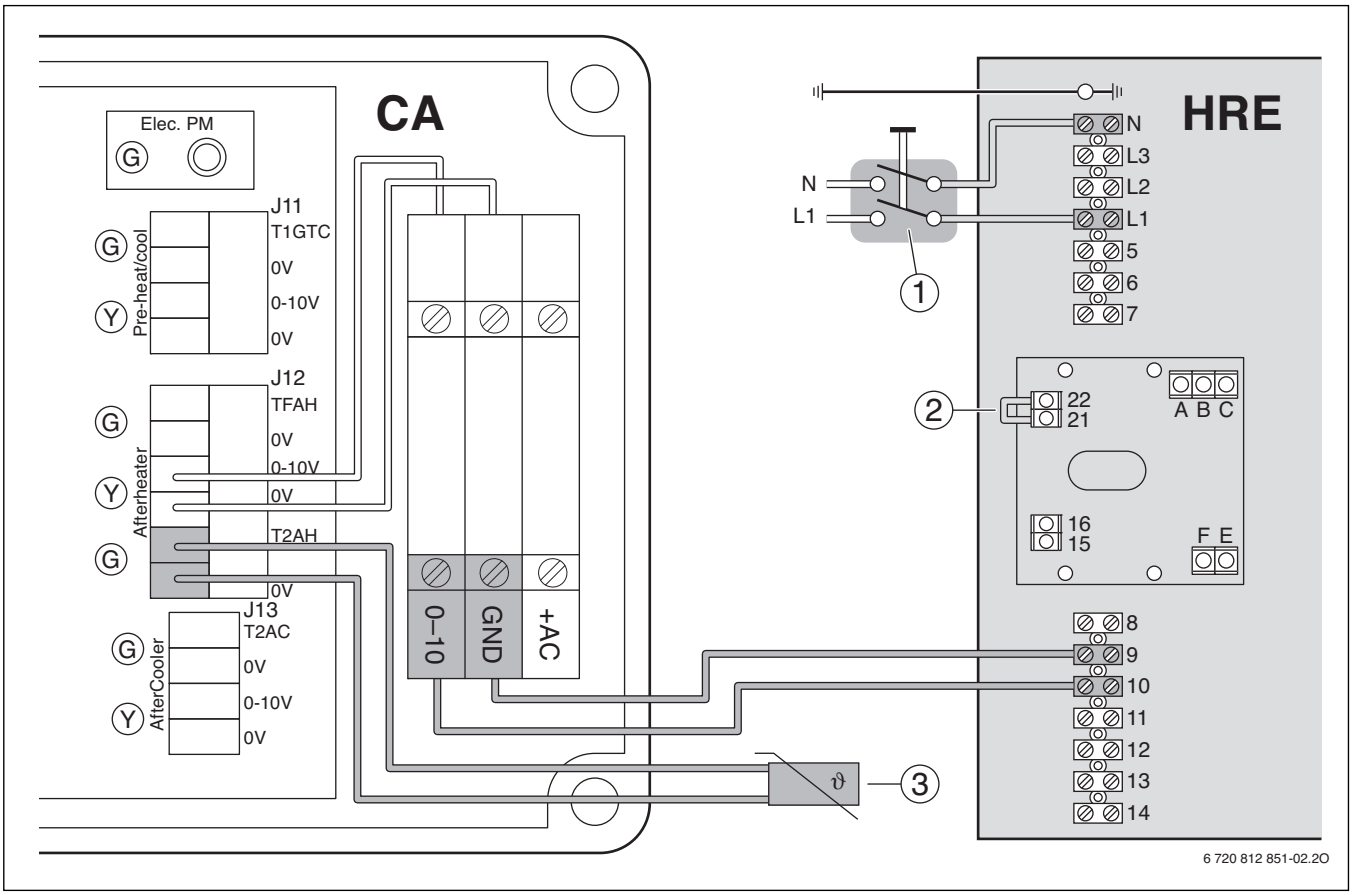

Bild 4
- ▶ Netzkabel durch eine Kabeldurchführung an der Lufteingangsseite verlegen und anschließen (→ Bild 4).